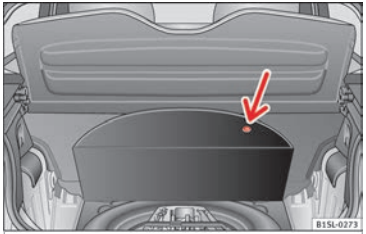

Fig. 77 In the luggage compartment: Raised carpet.
The vehicle tool kit, spare wheel, temporary spare wheel and the tyre mobility set are stored in the luggage compartment under the carpeted floor panel ››› **Fig. 77**.
- Raise the carpet at the recess (arrow) ››› **Fig. 77**.